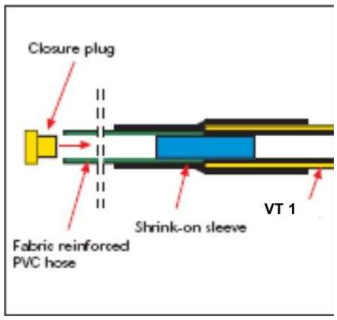

Рис. 4
- Открытый конец ПВХ трубки закрывается заглушкой, во избежание загрязнения. (рис. 4)